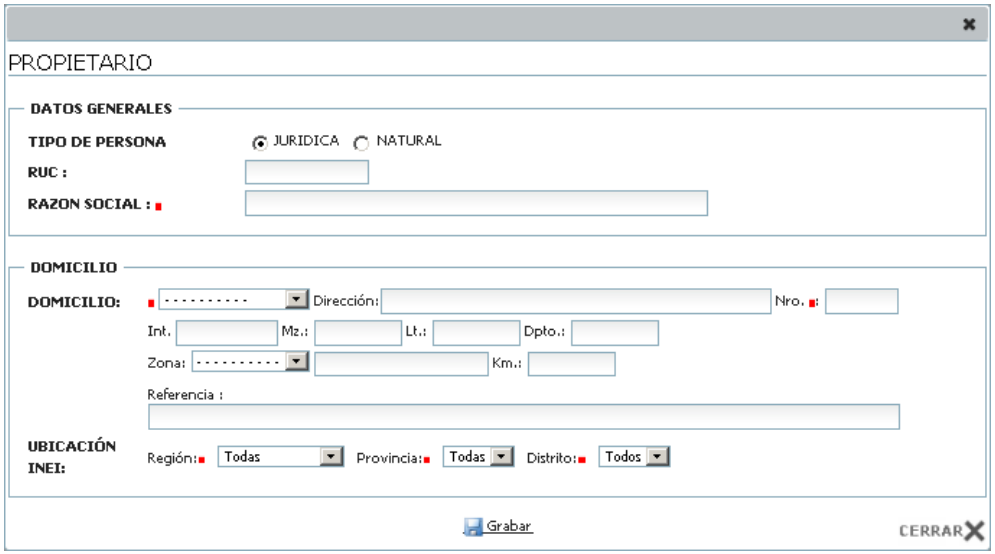

Fig. 6.12 Formulario de registro de propietario de terreno superficial.
b. **Propietarios**: Registra la lista de propietarios de terreno superficial, uno por vez. Para registrar un propietario hacer clic en el enlace "Agregar Nuevo Propietario ", que cargará el Formulario de registro de propietario de terreno superficial (Fig.6.12). Elegir el tipo de persona, ingresar los datos solicitados y grabarlos haciendo clic en el enlace " Grabar".